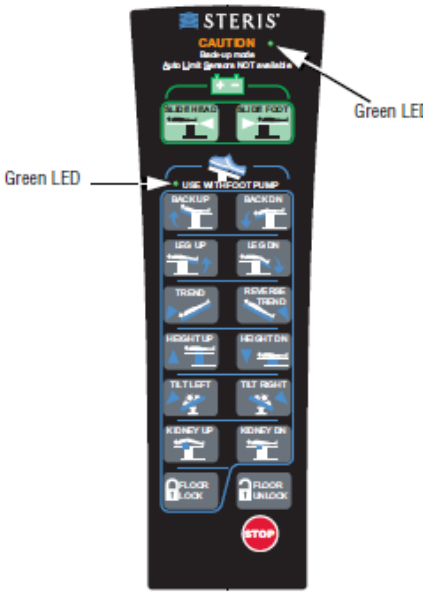

Figure 5-6. Backup (Override) Hand Control
3. **To operate Table functions, pump pedal while pressing desired function button on Backup Hand Control (see *Figure 5-6*).**
The Backup Hand Control pushbutton descriptions are as follows (see *Figure 5-6*):